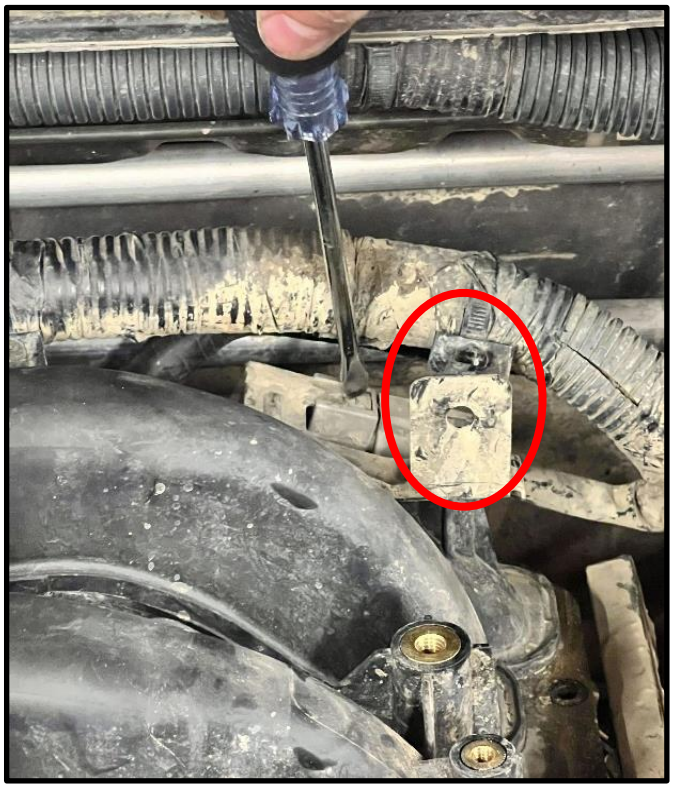

Figure 4
12. Use Pliers and remove the (2) two clips holding the large wiring harness to the bracket at the back of the Intake Manifold. *Figure 4.*